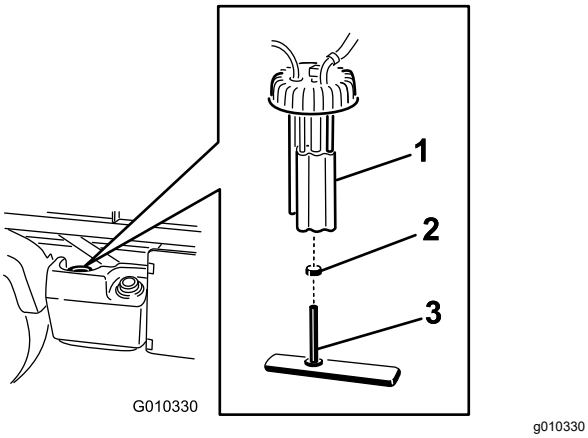

Figuur 47
2. Koppel de bedrading van de brandstofpomp los (Figuur 47).
3. Maak de slangklem los en ontkoppel de brandstofleiding van de dop van de brandstofpomp (Figuur 47).
4. Verwijder de dop van de brandstofpomp die boven op de brandstoftank zit (Figuur 47).
5. Verwijder de brandstofpomp en het brandstoffilter van de tank (Figuur 47).
7. Verwijder de slang van de fitting (Figuur 47).